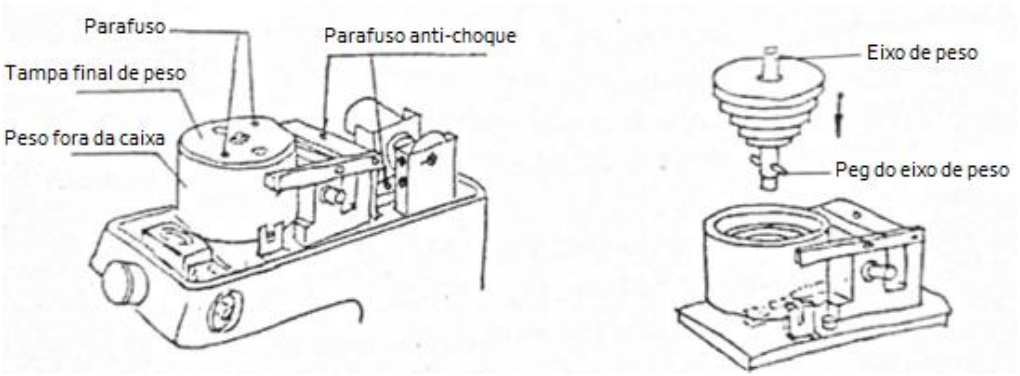

Fig. 2 Fig. 3
3.2.4 Remova a tampa superior (10), desaperte 2 Os parafusos anti-choque (Fig. 2)
- Desaperte os parafusos na caixa externa do peso (Fig.2)